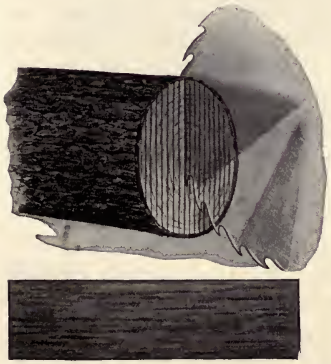

Fig. 15.
from heart wood. Boards cut on radial lines are superior to those cut tangent to the annual rings. See Figs. 15 and 16. Where no defects are present, the butt log of a tree contains the best and most select lumber. Logs cut from near the top usually make up into lumber of inferior quality, likely to be knotty and brash. Moreover, a board may be brittle and weak from too rapid kiln drying, or it may be unfit for use because it has not been thoroughly seasoned.
25. Plain Sawed Lumber.—In making plain sawed lumber, a log is first "squared up" and then successive cuts are taken, each cut being parallel to the previous one. See Fig. 15. This is the easiest way to saw a log in the average mill and produces the most usable lumber per log. Plain lumber will warp more readily and is more liable to check than quarter-sawed lumber. When lumber checks, it splits along the medullary rays. In plain-sawed lumber, the medullary rays do not run parallel to the surface of the boards but at an angle. When the board shrinks, it is liable to check along these rays. See medullary rays in Fig. 9.